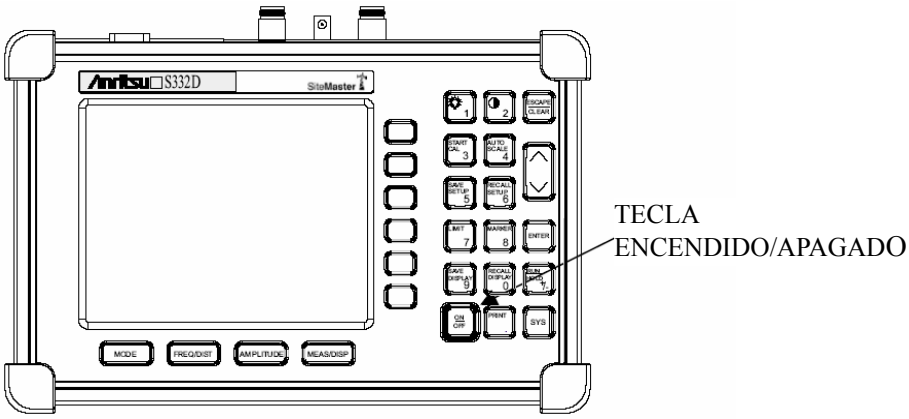

Figura 3-1. Tecla ENCENDIDO/APAGADO del Site Master
Paso 1. Pulsar la tecla **ENCENDIDO/APAGADO** del panel frontal (Figura 3-1).